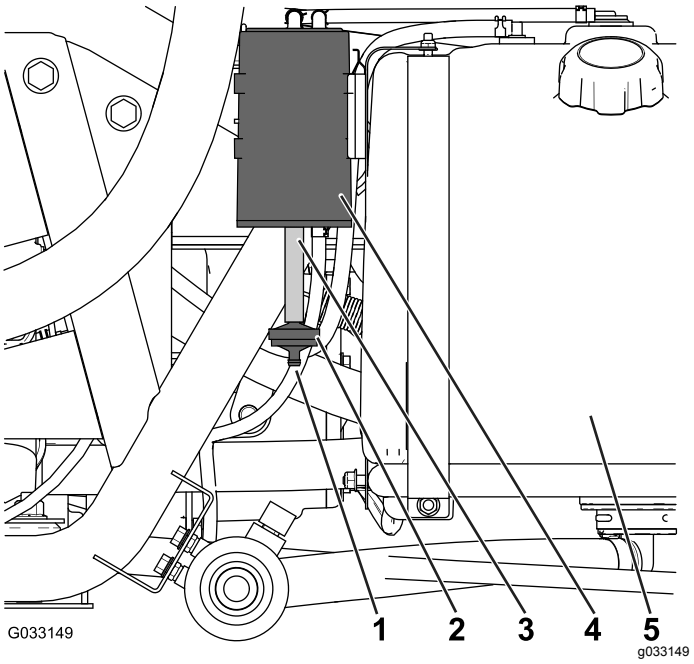

Figur 45
Kontroller åpningen i bunnen av karbonsylinderen og påse at den er ren og fri for rusk og andre hindringer (Figur 45).
1. Fjern nippelen med mothake til filteret i karbonsylinderen fra slangen på bunnen av karbonsylinderen, og fjern filteret (Figur 45).